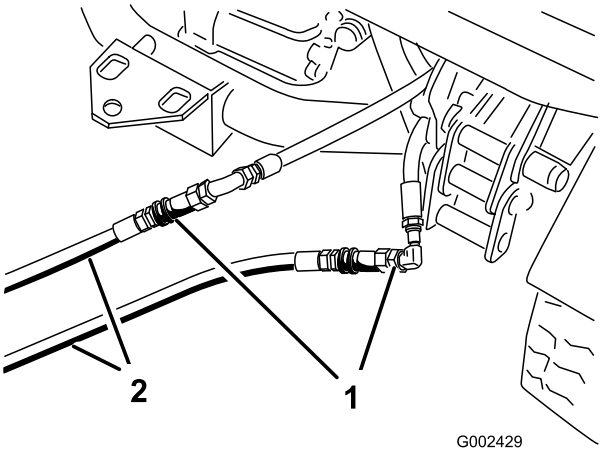

**Figur 76**
3. Koble de to forbindelsesslangene på den deaktiverte maskinen til slangene som ble koblet fra (Figur 76).